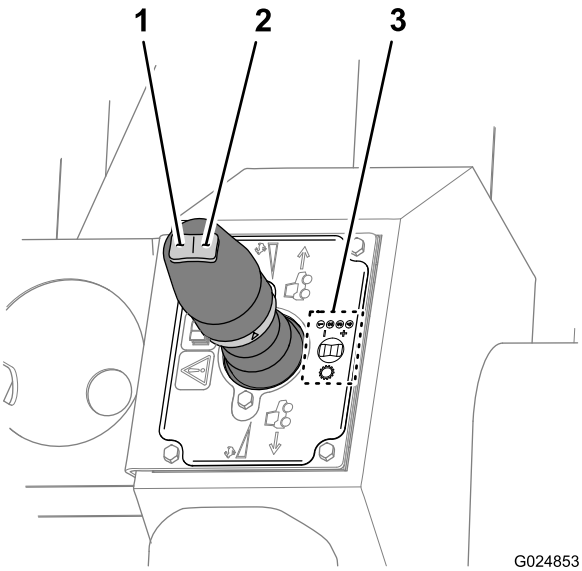

Rysunek 48
- Aby wybrać wyższy bieg, naciśnij przycisk zmiany biegu na wyższy (prawy) na przełączniku kołyskowym (Rysunek 48).
- Aby wybrać niższy bieg, naciśnij przycisk zmiany biegu na niższy (lewy) na przełączniku kołyskowym (Rysunek 48).